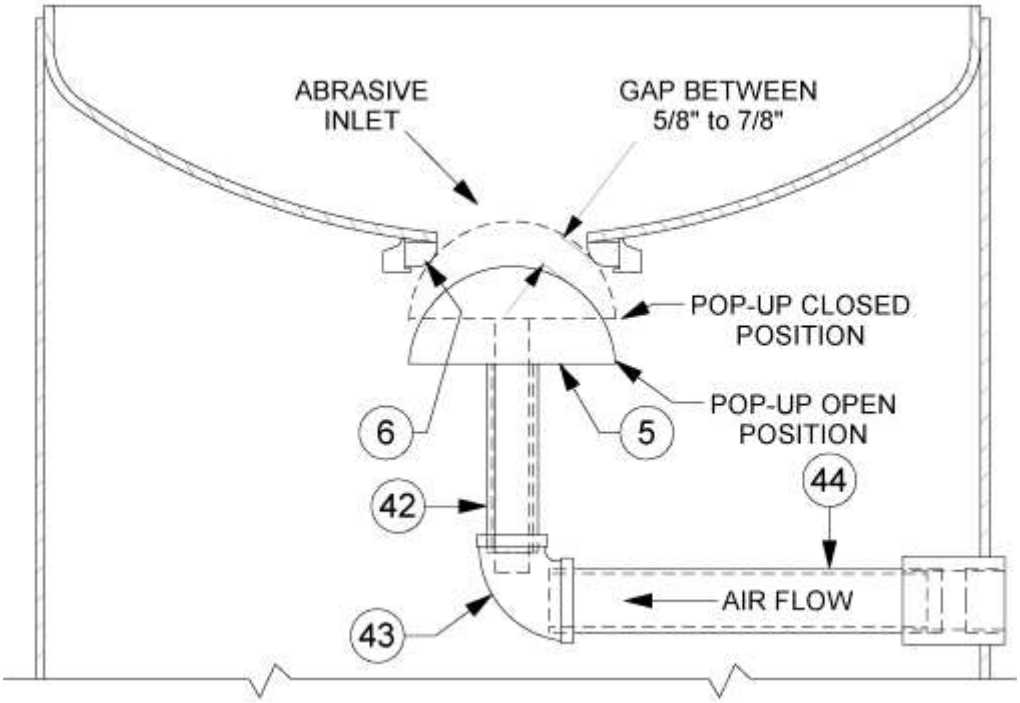

Figure 8.1 – Standard Popup Assembly and Internal Piping
Check the pressure vessel internal piping for corrosion, cracks, wear, holes, or any other damage. Repair or replace damaged components. See Figure 8.1 and Section 9.10.
e) Check the popup gap (distance between the popup surface and the gasket). It should be between 5/8” and 7/8”. See Figure 8.1. An excessive gap is created by a vertical nipple that is too short. An excessive gap will expose the top of the vertical nipple to abrasive when the popup closes which could result in premature wear to the popup.